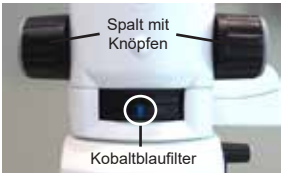

Abbildung IU-06
7. Stellen Sie an der Filterscheibe den Kobaltblaufilter ein. Siehe Abbildung IU-06.
8. Öffnen Sie die Spaltblende vollständig. Siehe Abbildung IU-06.